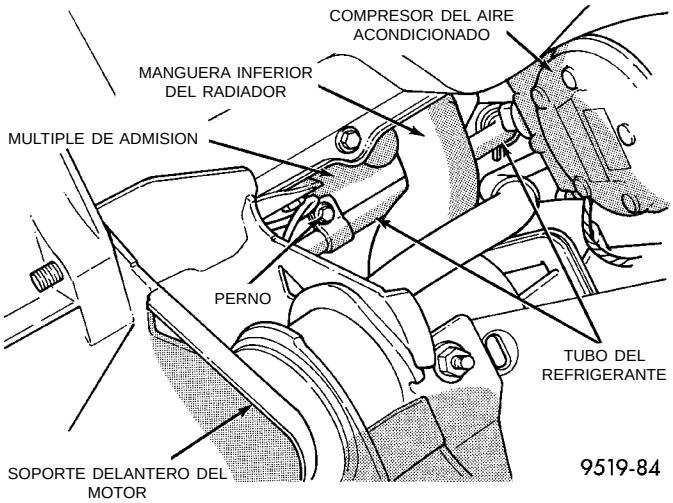

Fig. 23 Conexión del tubo de refrigerante al múltiple de admisión
(6) Retire el perno que sujeta el tubo del refrigerante (Fig. 23) a la parte inferior del múltiple de admisión. **Es necesario retirar el perno para permitir que se desplace el tubo del refrigerante y así poder acceder al perno de instalación de la bomba de la dirección asistida. No es necesario desmontar el tubo del refrigerante ni drenar el sistema de refrigeración.**